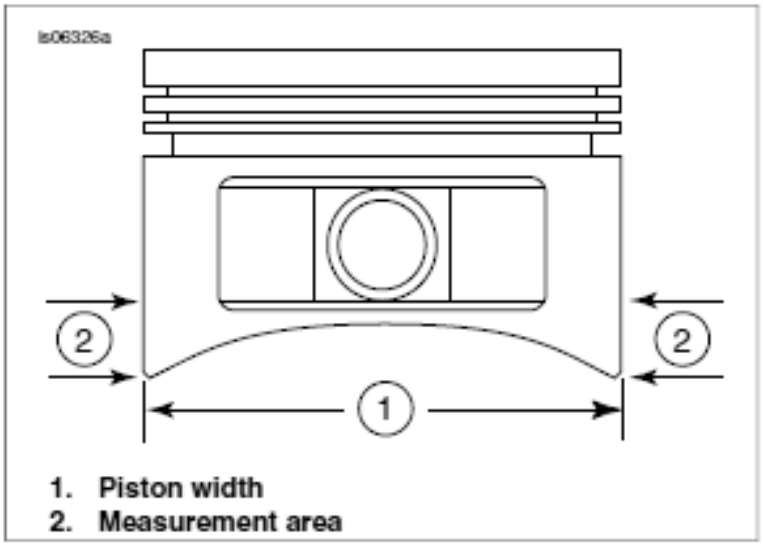

Figure 1. Piston Measurements
5. See Figure 1. Measure the piston width (1), 90 degrees horizontally from both sides of the piston pin hole and at **0.500** in. above (2), the lowest portion of the skirt. See Table 2 for piston-to-cylinder fit at this location.